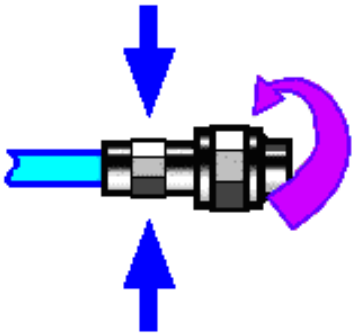

图 3.2 连接方法
b) 如图 3.2，将两个连接器平直地移到一起，使它们能平滑接合，旋转连接器的螺套(注意不是旋转连接器本身) 直至拧紧，连接过程中连接器间不能有相对的旋转运动。